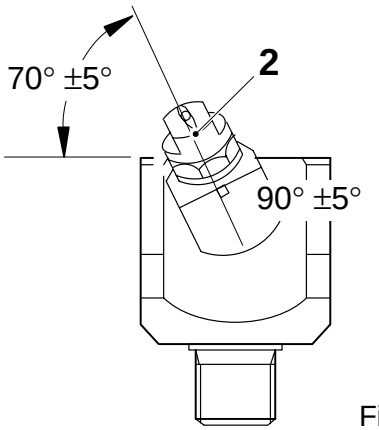

Fig. 1
a) Set the opening of the nozzle (2) at right angles to the key handle (1), with the jet direction at 70° ±5° angle, see fig. 1.